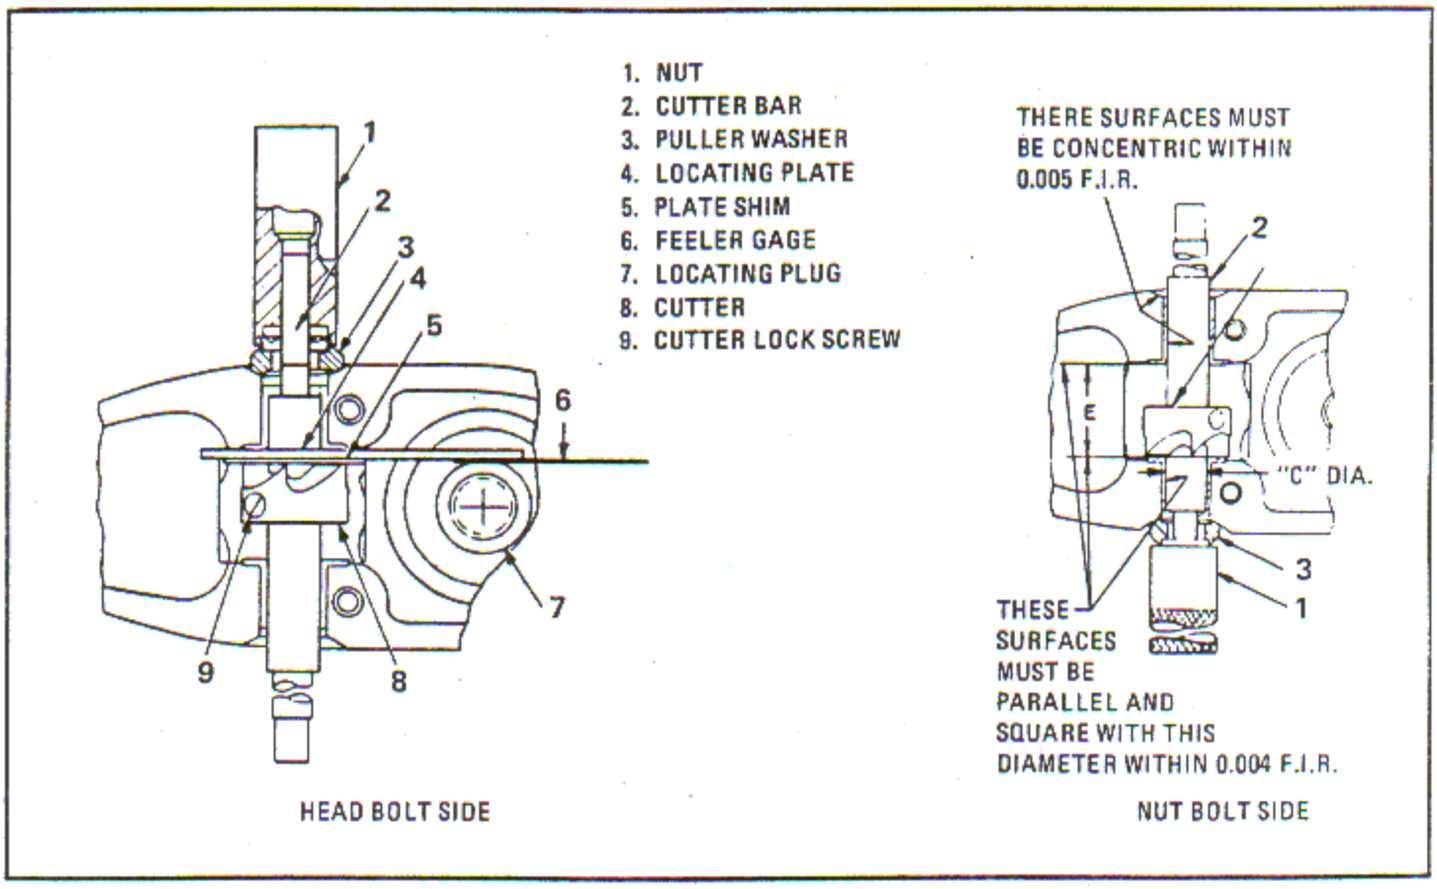

Figure 6-163. Face Bushings Flange in Bolt Head and Nut End Sides
a. Place the washer of puller (3, figure 6-163) in the bore of the cylinder as shown. Insert the bar (2) of cutter and bar through the bushings and the cutter (8). Tighten the cutter lockscrew (9).
b. Face bushing flange, feeding cutter (8) by turning nut (1). Remove only enough metal to allow a 0.010 inch feeler gage (6) to enter freely between the Go diameter of proper plugs, A and B (7) and plate (4), the locating plug being inserted in valve guide stem hole. This locating plate together with plate shim (5) is clamped between cutter edges and bushing flange face by means of nut. The 0.010 inch feeler gage must not enter between the No-Go diameter and the locating plate.
a. Face flange of opposite bushing to dimension E which is 1.2475 - 1.2515 inches using cutter (8, figure 6-163) and bar (2), washer of puller (3) and nut (1) as shown.